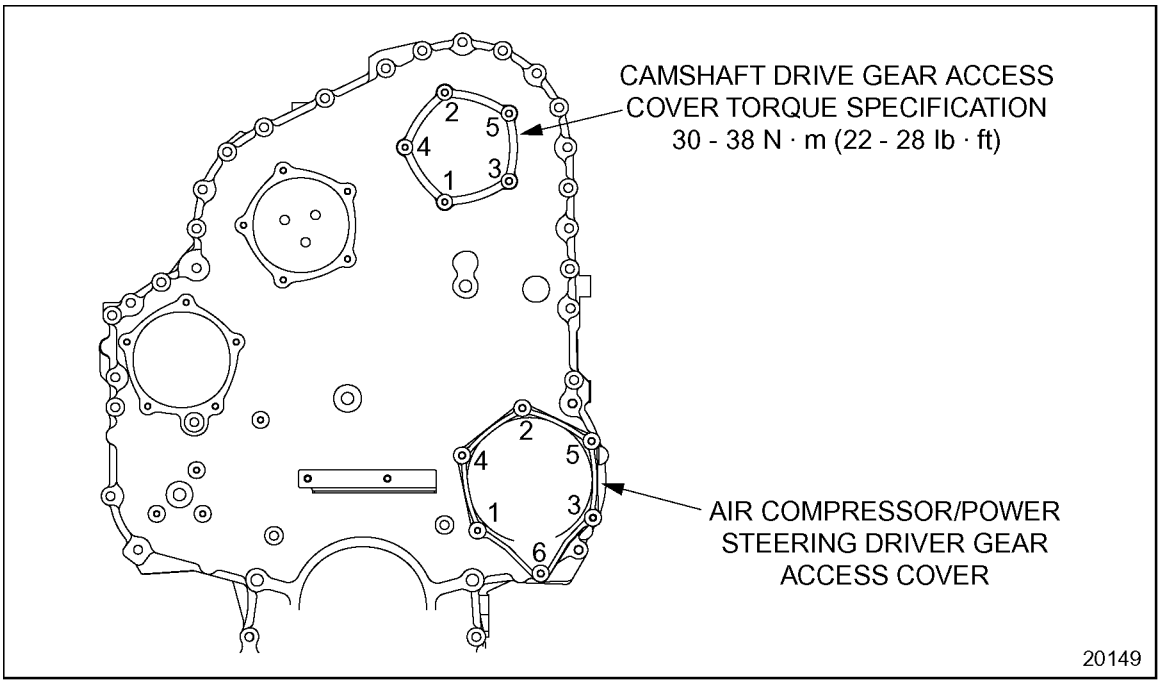

Figure 1-182 Access Cover Bolt Torque Sequences
15. Install the camshaft drive gear access cover to the gear case cover. Torque the bolts to 30-38 N·m (22-28 lb·ft), using the tightening sequence. See Figure 1-182.